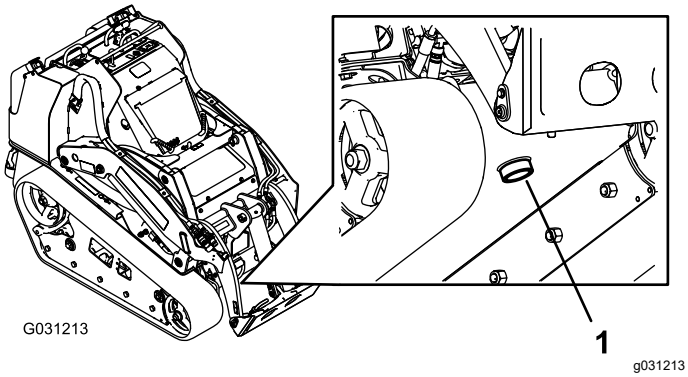

Рисунок 74
7. Разместите большой сливной поддон (вместимостью 57 литров) под сливной пробкой в передней части машины (Рисунок 74).
8. Снимите сливную пробку и дайте маслу стечь в поддон (Рисунок 74).